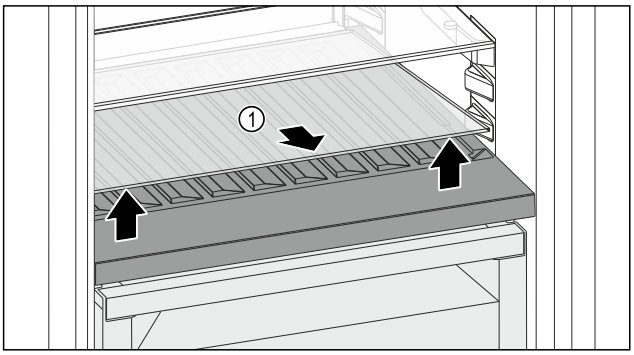

Fig. 183
▶ 抬起前部槽上的玻璃隔板 *Fig. 183 (1)* 并取出。
▶ 将玻璃隔板 *Fig. 183 (1)*稳妥地放在冰箱外。